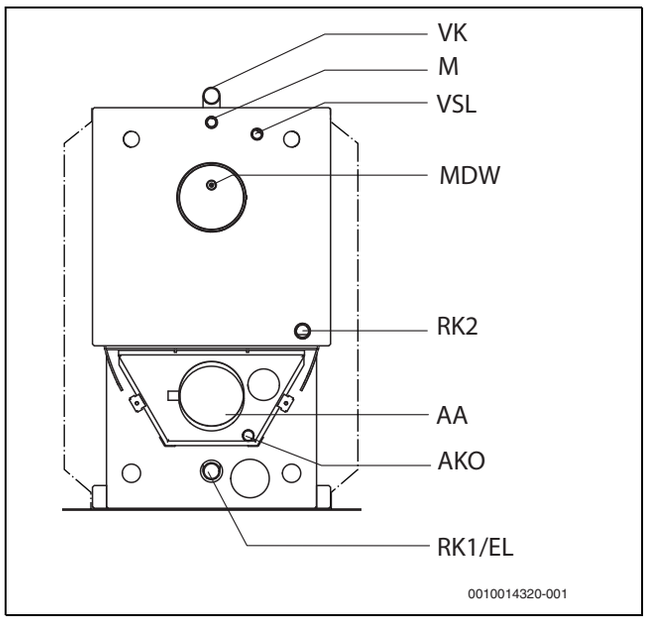

Bild 12 Kesselanschlüsse
▶ Sicherheitsventil am Anschluss Vorlauf-Sicherheitsleitung [VSL] (→ Bild 12, Seite 21) anschließen.